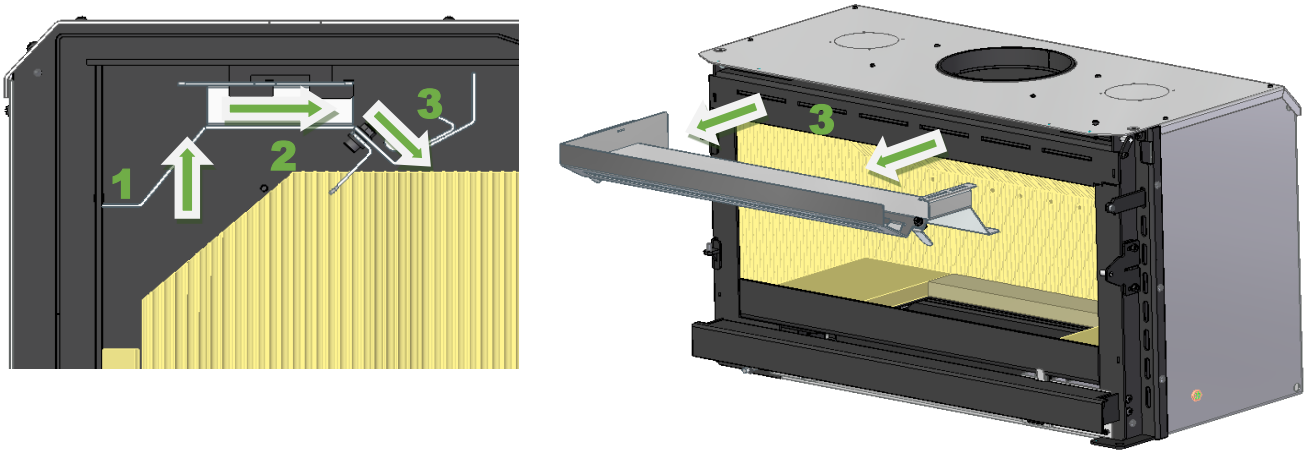
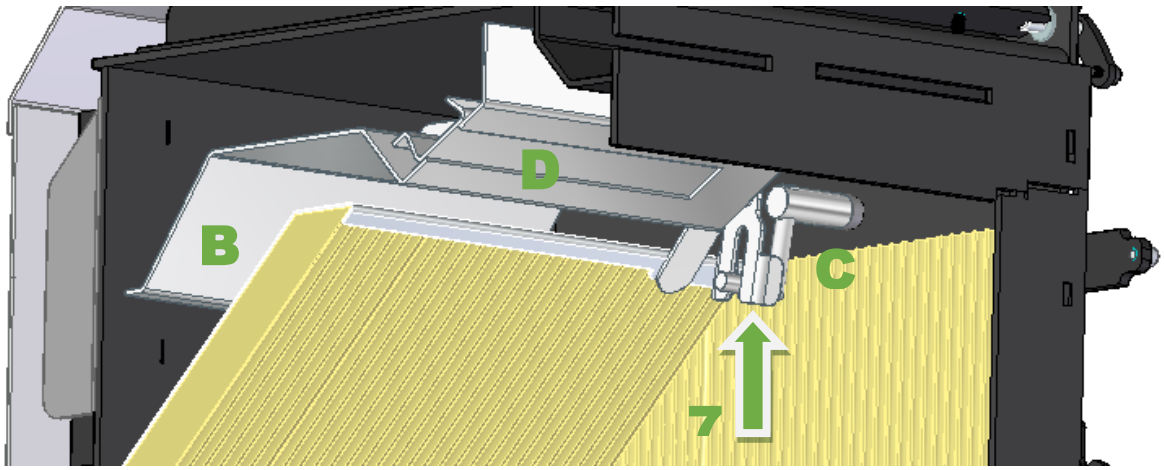

Figura 36 – Remoção do circuito de fumos
Figura 37 – Encaixe do sistema do circuito de fumos
1. Abra a porta e retire o deflector de fumos (A). Para o fazer, coloque as suas mãos no deflector e desloque o deflector para cima, ou rode as patilhas de suporte para o lado, de seguida desloque a parte inferior do deflector para si e retire o deflector, ver Figura 36 e Figura 37.
2. Remova o circuito de fumos (B) para isso empurre para a parte superior do recuperador (1). De seguida desloque o circuito de fumos para frente (2), este fica solto e extraia-o deslocando para baixo (3) Figura 36.
3. Para tornar a reinstalar o circuito de fumos, é repetir todos os procedimentos de forma inversa. Tenha em atenção que o veio do registo de fumos (C) está colocado na ranhura existente no circuito de fumos (B). Para verificar se o circuito de fumos está bem instalado puxe o registo e verifique se a pala (D) deste desloca-se, ver Figura 37.